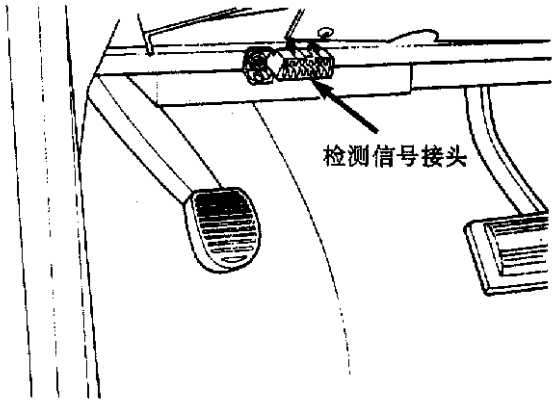

图 4－85　数据连接接头
(10)燃油喷油器。燃油喷油器是 12Ω 的电磁线圈(见图 4－2)。燃油喷油器包括一个铰链销可以关闭在喷嘴末端的喷口。当电流供应到喷油器时，电枢和针对着弹簧移动一小段距离让燃油从喷口流出。因为燃油是在高压下的，燃油以空锥形喷出，燃油的喷射雾化了燃油，将它加到空气里进入燃烧室。喷油器装在进气歧管里，喷嘴末端直接位于进气阀上面。